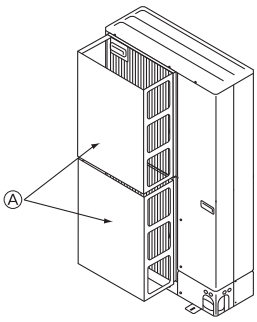

Fig. 2-4
② Installer un guidage d'air optionnel si l'appareil est placé dans un endroit où les vents violents d'une tempête, par exemple, pourraient s'engouffrer directement dans la sortie d'air. (Fig. 2-4)